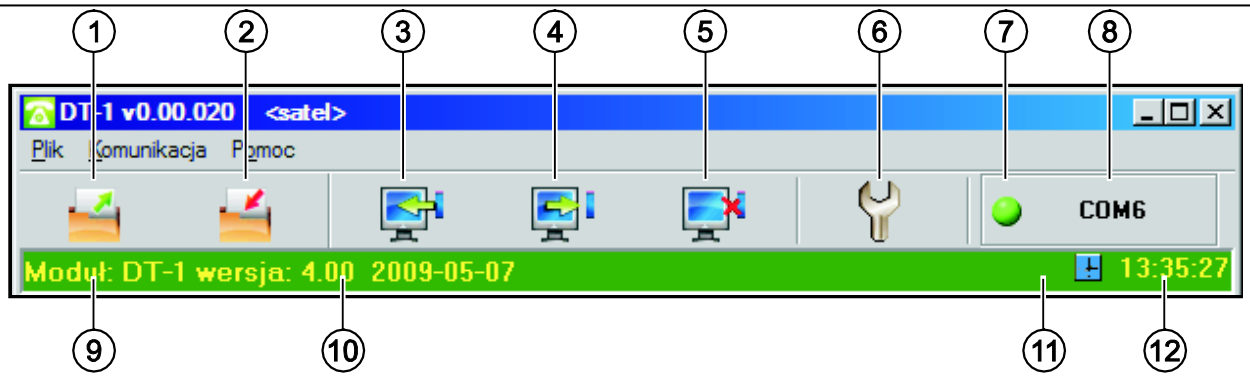

Rys. 2. Menu główne programu DT-1.
3. Kliknąć wskaźnikiem myszki na przycisk „Konfiguracja” (patrz: rys. 2 i objaśnienia do rysunku).